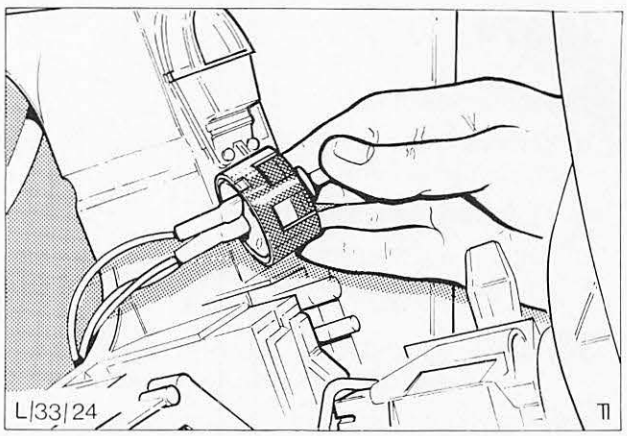

Abb. 24 Schalter – Instrumentenbeleuchtung ausbauen
3. Kabel vom Schalter abziehen, Abb. 24.